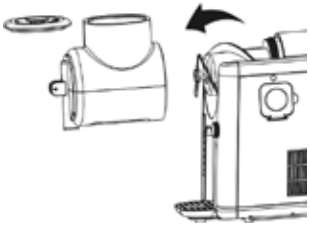

Fig. 8
16. Tournez le récipient de mélange dans le sens inverse des aiguilles d'une montre et retirez-le délicatement du boîtier (Fig. 8).